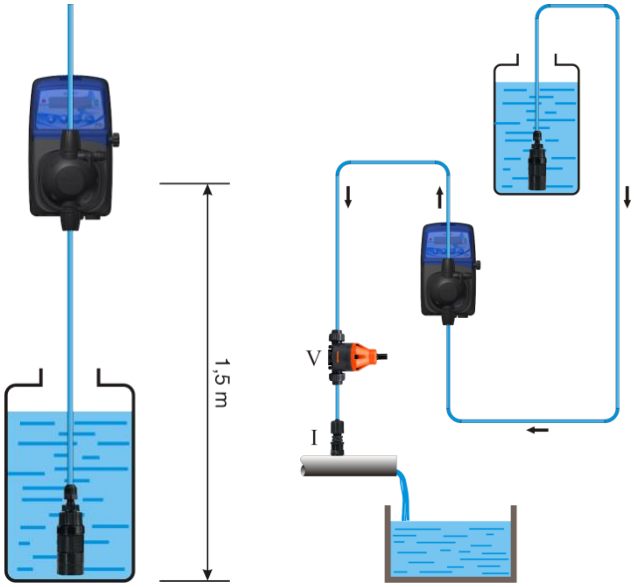

Figure 1
• Locate the pump as shown in Figure 1, bearing in mind that it can be mounted either below or above the level of the chemical to be dosed within the maximum limit of 2 meters (we suggest 1.5 meters). The injection point must always be placed higher than the chemical to be injected.